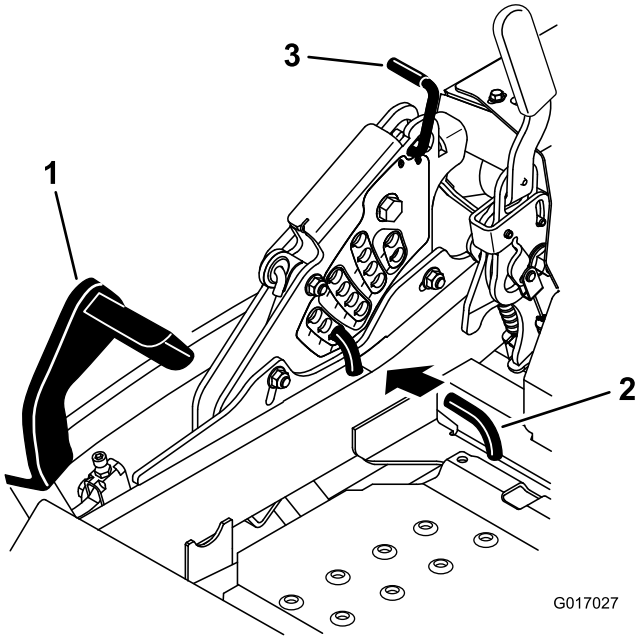

**Figure 25**
2. Push on the deck lift pedal with your foot and raise the mower deck to the transport position (also the 140 mm (5-1/2 inch) cutting height position) (Figure 25).
3. To adjust, rotate the pin 90 degrees and remove the pin from the height-of-cut bracket (Figure 25).
4. Select a hole in the height-of-cut bracket corresponding to the height-of-cut desired and, insert the pin (Figure 25).